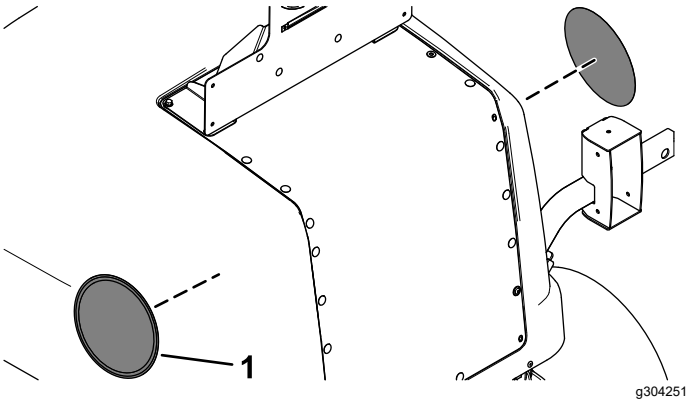

Figur 27
15. Sæt hastighedsmærkaterne på hver side af motorhjelmen (Figur 27).